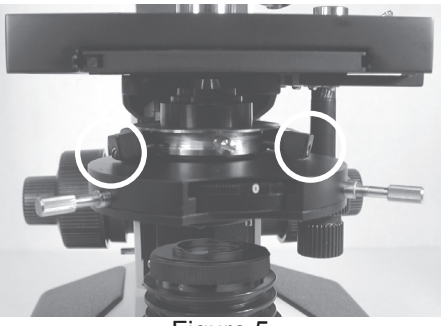

Figure 5
9. Gently slide the condenser up through the silver ring of the condenser mount until it will go no further (see figure 5). Make sure that the condenser is oriented as shown in figure 5. If the condenser will not slide freely through the silver ring (and you've checked that the condenser set screw is backed out far enough), do not force, simply wiggle the condenser while lightly pushing up.
***Note**: On phase contrast models condenser centering is done with set screws (screwdriver not included) instead of knobs. Locations for two of the set screws are shown in the photo above (figure 5), and two more are on the rear of the condenser mount. It is easiest to back the set screws all the way out and tighten each one slightly while checking often that the condenser is still centered.*